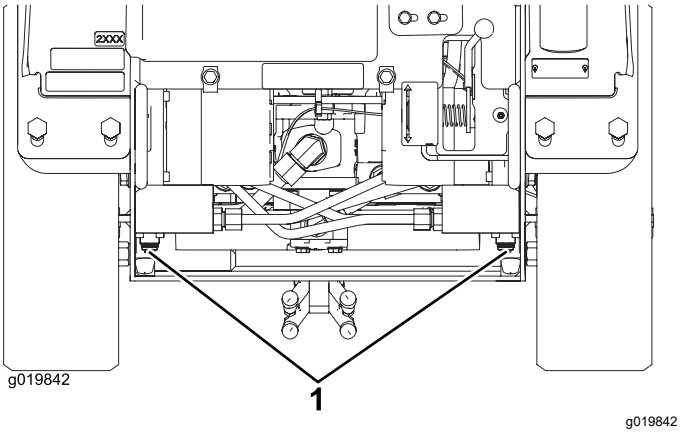

**Figuur 21**
4. Gebruik een steeksleutel om de sleepkleppen op de hydraulische pompen tweemaal linksom te draaien (Figuur 21).